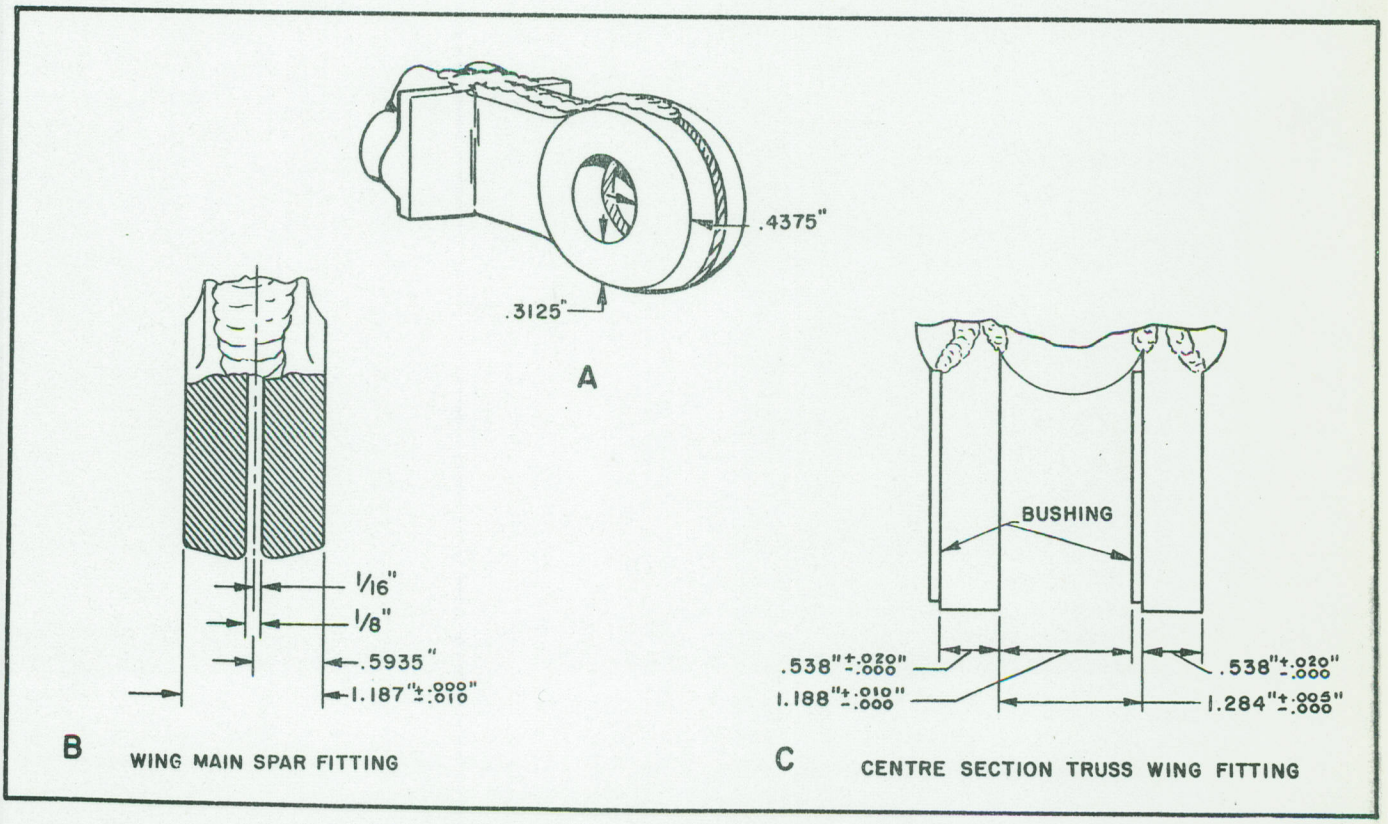

Figure 2-11 Wing Fitting Dimensions
(2) Oversize Bushing in Centre Section Truss - The following procedure is intended to be used on aircraft where the dimensions of the centre section truss wing fittings are the same as the dimensions shown in View C, Figure 2-11. Under no conditions is this procedure to be attempted on aircraft which have fittings of a lesser dimension than those shown in view C, unless a thorough stress analysis of the fitting is made. Install the oversize bushing as follows:
c. Check the centre section truss wing fitting wall thickness (0.4375 and .3125) as shown in View A, Figure 2-11. Note that the outer surface of the wing fitting is forged at an angle. Measure the wall thickness on the side of the fitting which has the lesser wall thickness.
(3) Oversize Bushing in Outer Wing Panel Main Spar - The following procedure is intended to be used on aircraft of which the dimensions of the outer wing panel main spar fittings are the same as the dimensions shown in View B, Figure 2-11. Under no conditions is this procedure to be attempted on aircraft which have wing fittings of a lesser dimension than those shown in View B, unless a thorough stress analysis of the fitting is made. Install the oversize bushing as follows:
c. Check the wing fitting wall thickness (.4375 and .3125) as shown in View A, Figure 2-11. Note that the outer surface of the wing fitting is forged at an angle. Measure the wall thickness dimension on the side of the fitting having the lesser wall thickness.
d. If the wall thickness is correct, as shown in View A, Figure 2-11, press in oversize bushing, Part MRB A24492, into wing fitting.